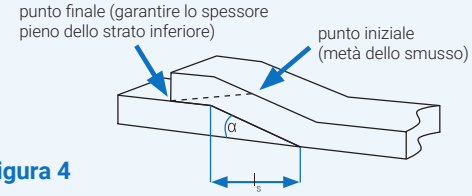

Figura 4
- Per il secondo taglio obliquo, segnare il punto iniziale e il punto finale (figura 4).